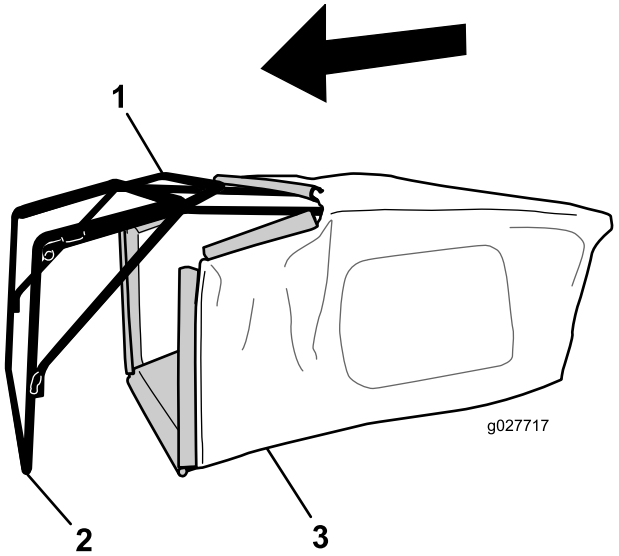

Figura 8
1. Infilate il cesto di raccolta sopra il telaio come illustrato in Figura 8.
Nota: Non infilate il cesto sopra la stegola (Figura 8).